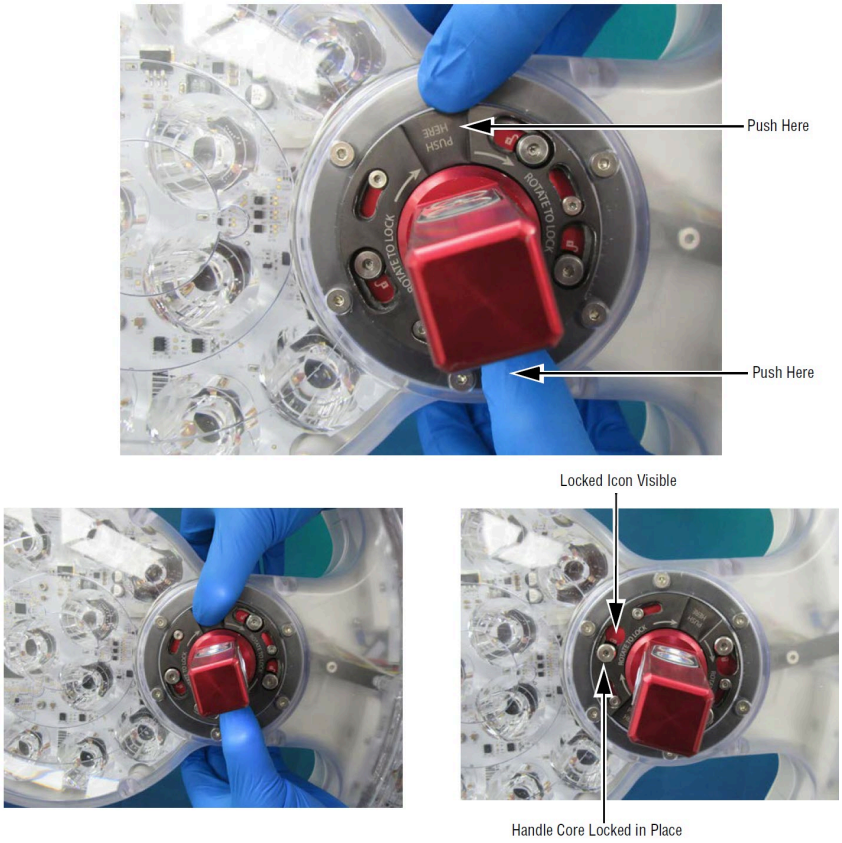

Figure 6-24. Handle Core Locked in Place
3. The ring snaps into place and displays an indication handle core is locked in place. See *Figure 6-24*.